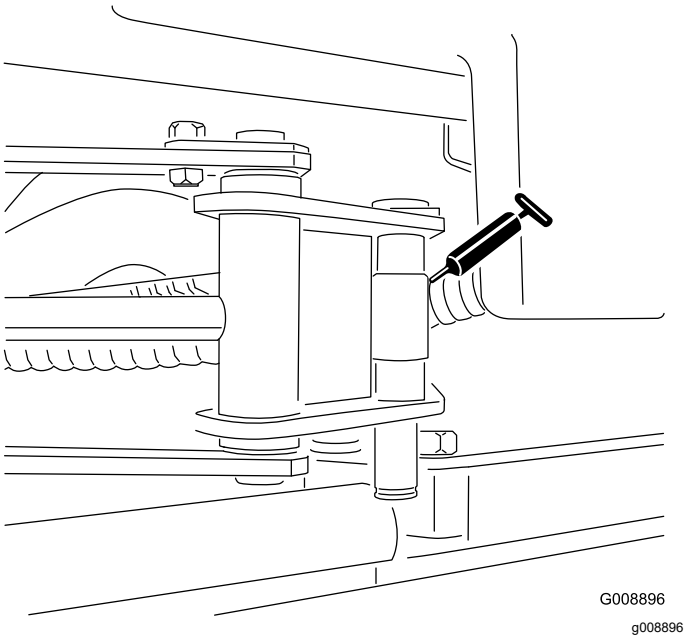

Figuur 62
- Uiteinden van cilinder van Sidewinder (2 nippels; uitsluitend model 03171 – Figuur 62)